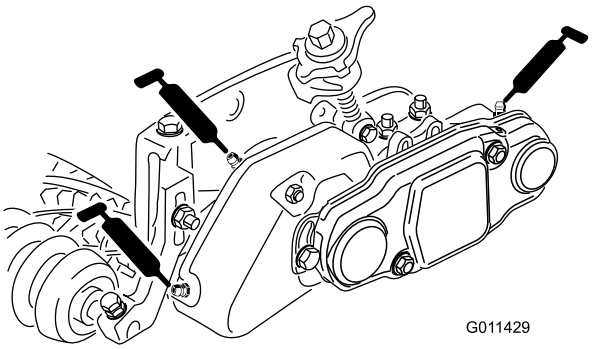

Figur 35
49. Fyld hver knivcylinders lejehus med smørefedt (Figur 35). Overskydende smørefedt skubbes ud mellem de indvendige pakninger og pakningsafskærmningerne.
50. Smør alle trimmerens lejer (maks. 2 eller 3 pump) (Figur 35). Påfør ikke for meget smørefedt, da dette kan beskadige pakningerne. Tør overskydende fedt af.